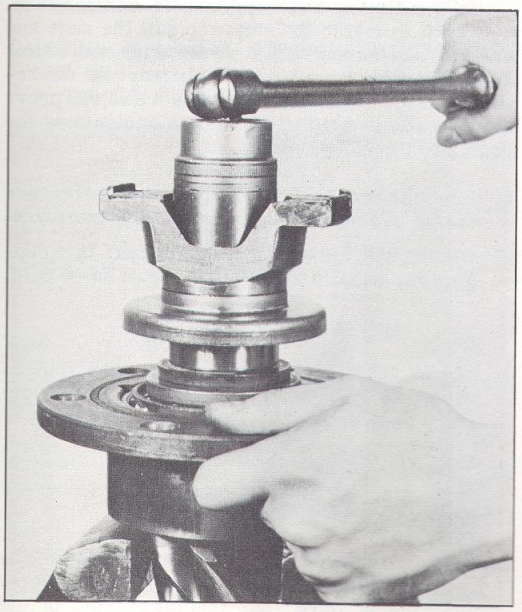

Fig. 11 - Tighten And Rotate Pinion Cage
2. Make sure cups (28) rest squarely upon bearing seat and shoulder. A .001'' feeler should not enter between bearing cup (28) and its seat.
3. Install the companion flange (46) and its nut (47), rotating the cage (40) both ways to align the rollers as the nut is tightened to 600 to 800 ft. lbs. of torque. See Figure 11.